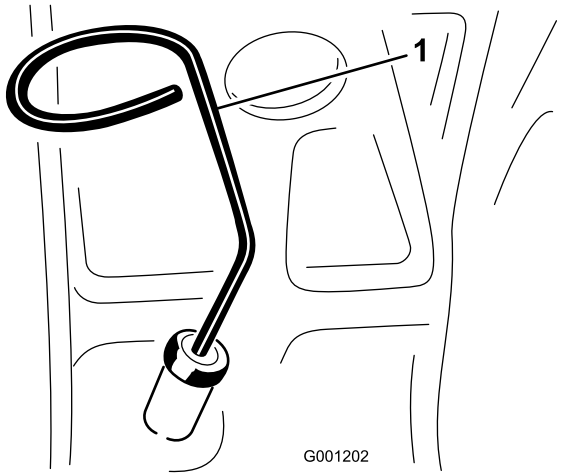

Figur 22
2. Ta bort oljestickan (Figur 22), torka av den och sätt tillbaka den. Ta ur oljestickan och kontrollera oljenivån. Oljenivån ska nå upp till markeringen Full på oljestickan.